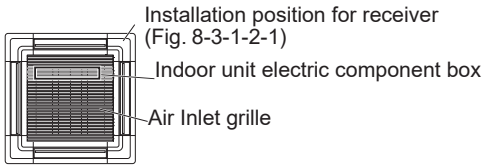

Fig. 8-3-1-2-1
- The receiver can be installed only on the corner shown in Fig. 8-3-1-2-1. Consider the direction where the panel is attached to the indoor unit.